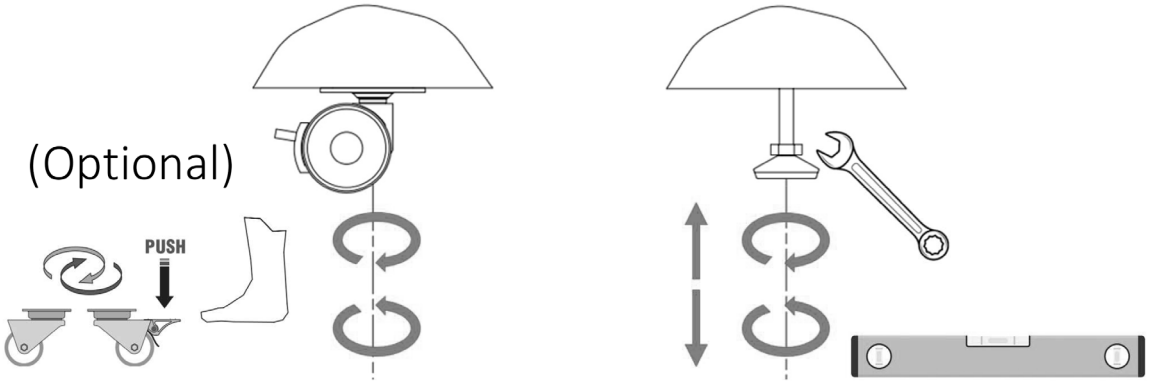

fig. 13
- L'équipement est doté de quatre (4) pieds réglables ou, en option, de quatre (4) roulettes pivotantes avec frein (fig. 13) :
- Dans la configuration avec pieds réglables, il est absolument nécessaire, après le positionnement, de mettre l'équipement à niveau, comme le montre la fig. 13, côté droit.
- Dans la configuration avec roulettes pivotantes, il est impératif de stabiliser l'équipement au sol en bloquant les freins des roulettes, en veillant à ce qu'il soit positionné de niveau (fig. 13 côté gauche).